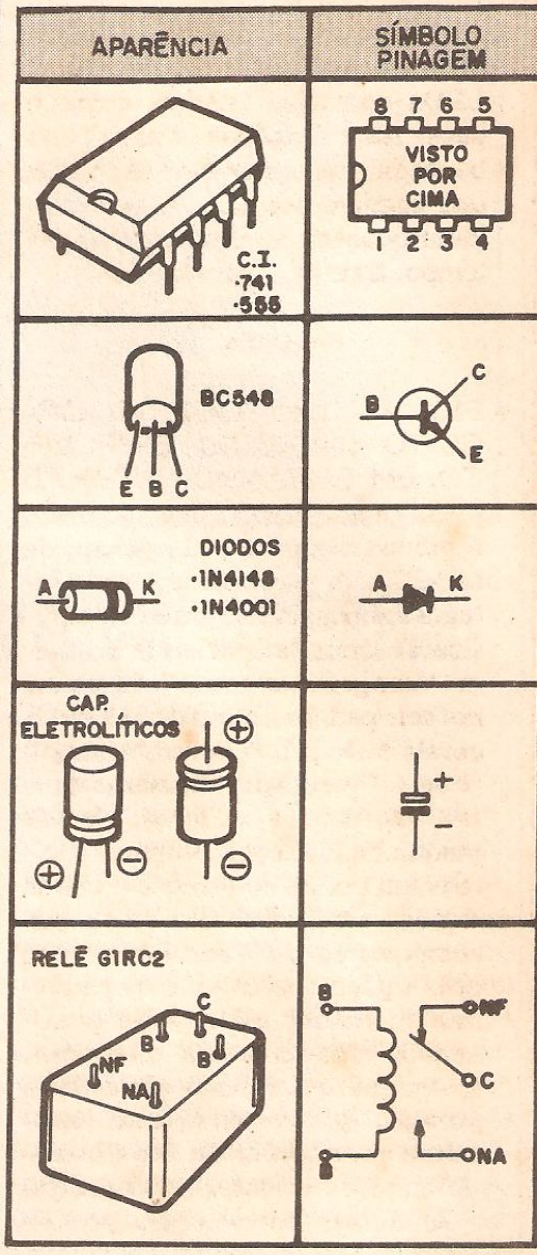
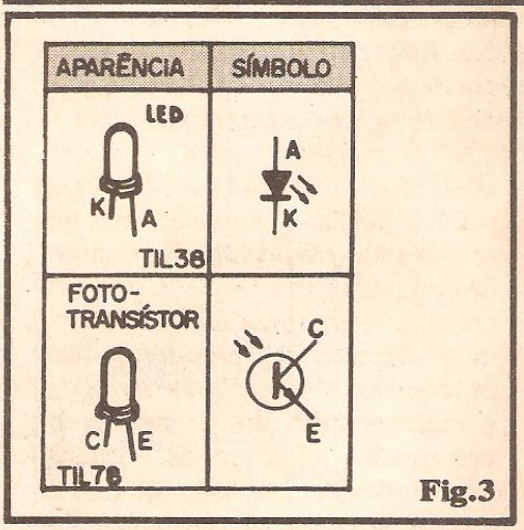

Fig.2
Fig.3
- FIG. 2 - PRINCIPAIS COMPONENTES DA MONTAGEM - Como é costume aqui na Seção de PRÁTICA, na figura estão as aparências, pinagens e símbolos dos principais componentes... Valem alguns comentários individuais, para benefício dos eventuais "começantes" (os "Alunos" de primeira hora já não têm nenhum problema de interpretação, com certeza...):
- Diodos: sem o menor "galho". Lembrar apenas que a pequena faixa ou anel contrastante indica o terminal de **catodo** (K).
- FIG. 3 - OUTROS COMPONENTES IMPORTANTES - Os diretamente responsáveis pela tal "invisibilidade" da BARREIRA (que não passa de um feixe de radiação luminosa não visível, no espectro do infra-vermelho...) são o LED infra-vermelho TIL38 e o foto-transístor (sensível não só à luminosidade ambiente, mas **também** - e isso é o que nos interessa aqui - ao infra-vermelho...) TIL78. CUIDADO, pois os dois componentes são, externamente **muito** parecidos e a possibilidade de uma inversão de posições na hora da montagem existe **mesmo**... Para diferenciá-los, notar que o foto-transístor (TIL78) costuma ser codificado com um minúsculo ponto **verde** junto ao